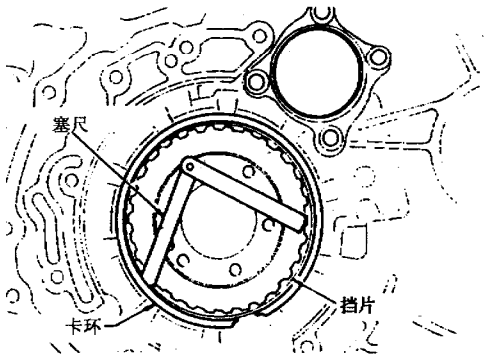

图9-13-123
(7) 如图9-13-123所示，测量挡片与卡环之间的间隙，标准值为1.4~1.8mm，允许极限为2.8mm，如果超出允许极限，则选择合适的挡片(前边)。